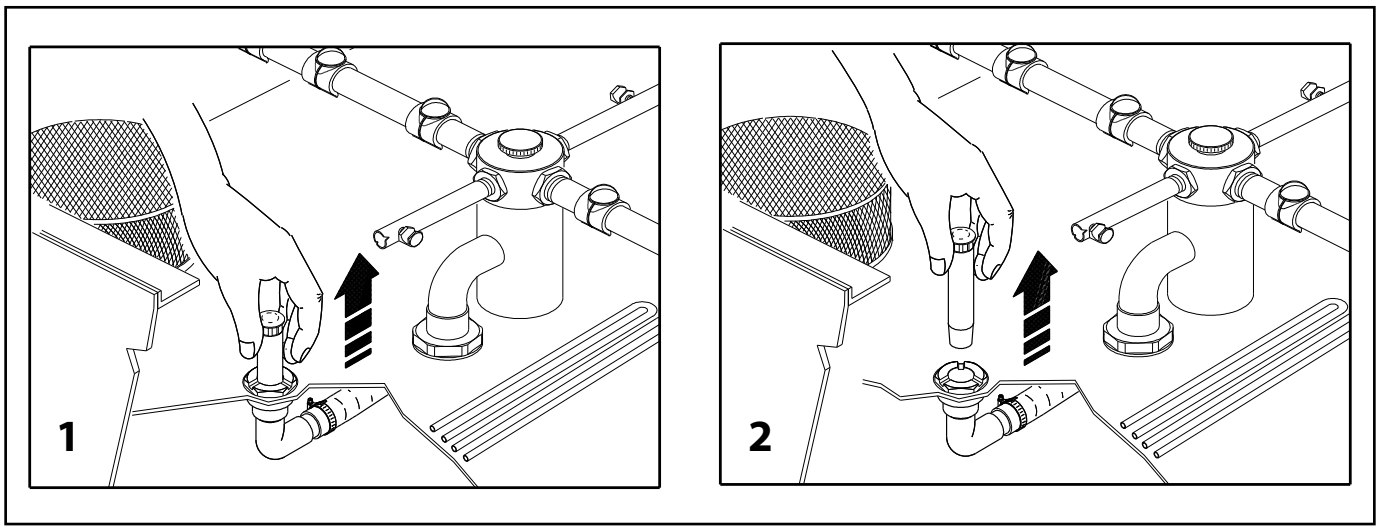

Рис. 16
2. снимите переливной шланг (рис. 16, стр. 24)